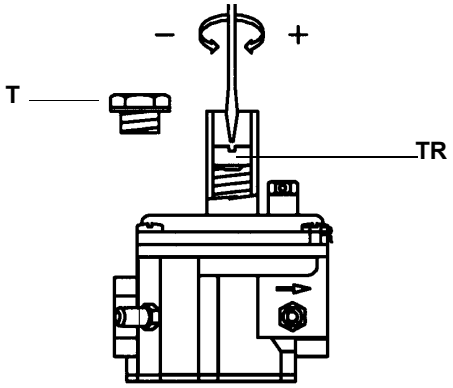

Рис. 20
- Для увеличения давления газа на выходе при помощи отвёртки поворачивайте винт TR, как показано на Рис. 20.